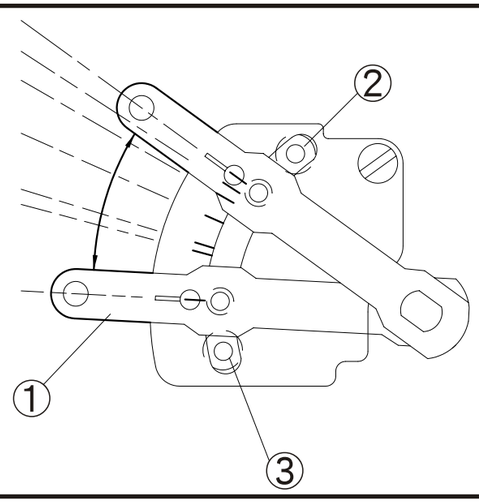

Fig. 24
b. Después de determinar el rango de movimiento de la barra balanceadora 1, ajuste el perno bloqueador 2 y 3. (Fig. 24)